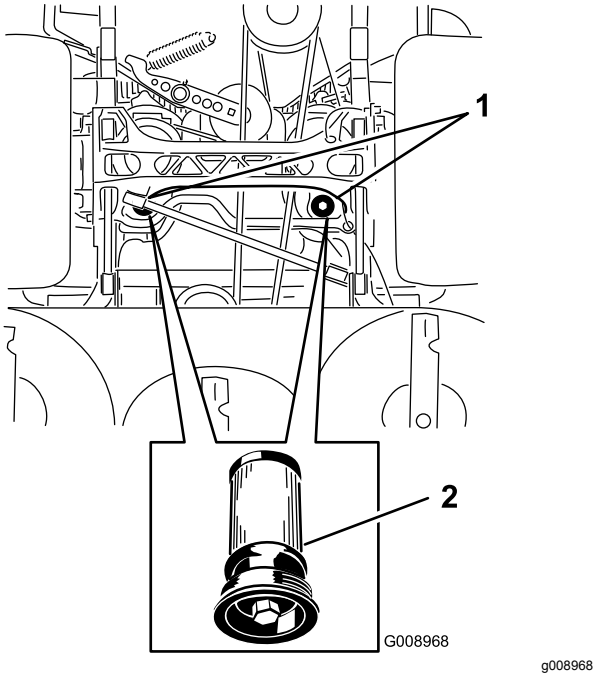

Figur 94
5. Plasser et tappefat under filteret, fjern det gamle filteret og tørk av overflaten (Figur 94).
6. Påfør et tynt lag med hydraulisk væske på gummipakningen på det nye filteret (Figur 94).